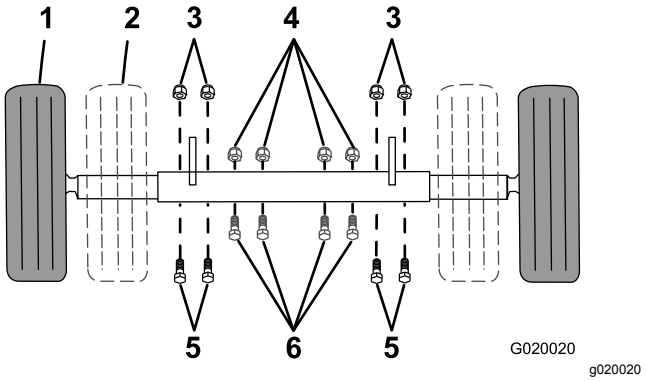

Figure 27
1. Connect the electrical plug of the machine with the electrical plug of the tow vehicle (Figure 27).
If your model is equipped with an adjustable axle (Figure 27), you can adjust the axle to the narrow position to move the machine through a narrow access point, such as the gate of a fence or the doorway of a building.
1. Support point (2)
7. Remove the bolts and nuts that secure the inner axle to the outer axle (Figure 27).
- Slide each side of the axle inward to the narrow position (Figure 27).
- Slide each side of the axle outward to the wide (tow) position (Figure 27).
9. Secure the axle with the bolts and nuts removed previously (Figure 27) and torque them to 87 N·m (64 ft-lb).